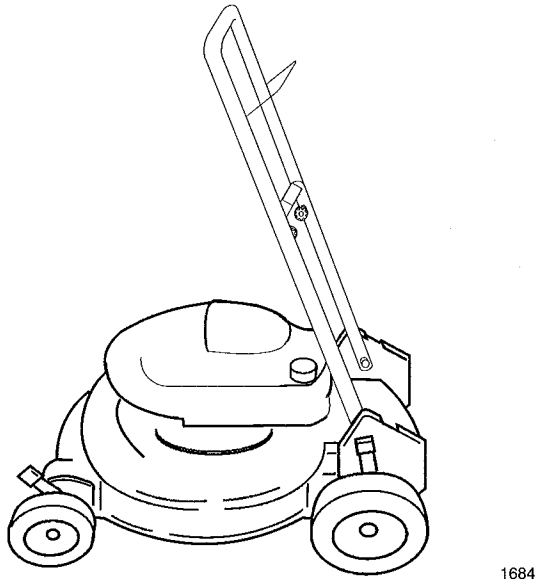

Figure 41
3. For short term storage, place handle in position shown in Figure 41.